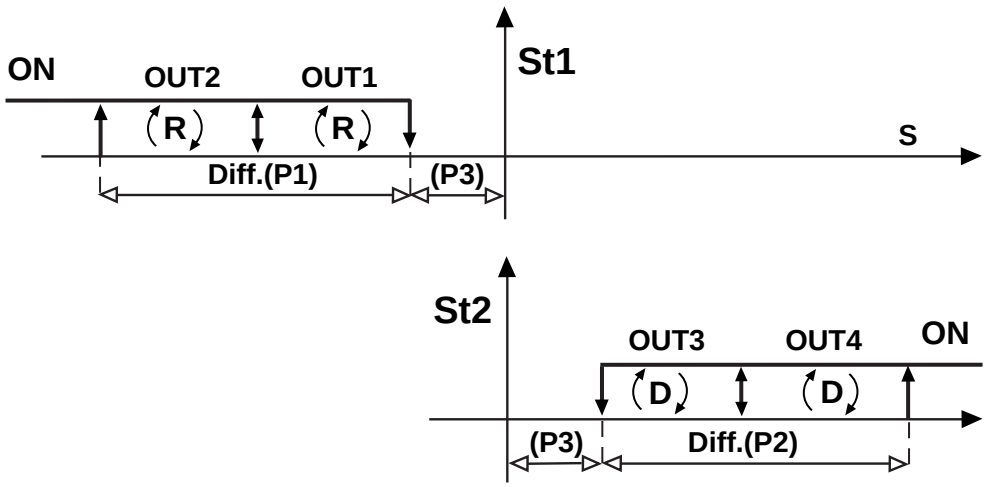

Fig.34
***2 - In Modes 3, 4 and 5,*** *if C33=1, the control action modifies as shown in the graph below (fig. 34), for Z model.*